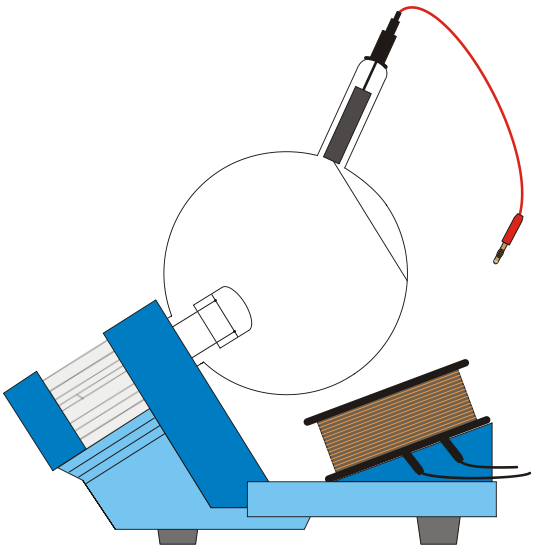

Fig.4 Aufbau der Zusatzspule
- Zusatzspule gemäß Fig. 4 auf dem Röhrenhalter platzieren.